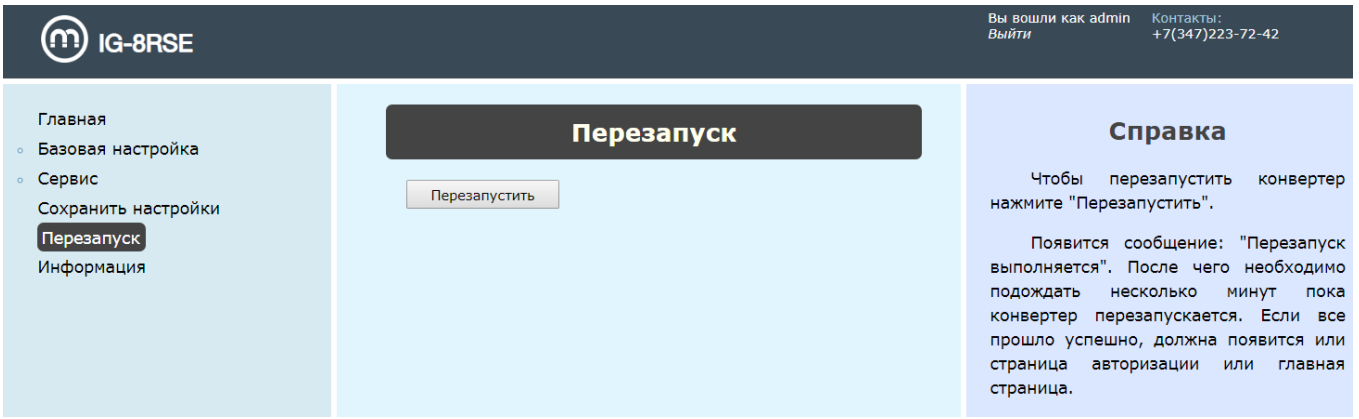

Рисунок 27 — Раздел «Перезапуск»
5) **Перезапуск.** Перезагрузка системы необходима после Обновления прошивки или Импорта конфигураций (рис. 27).